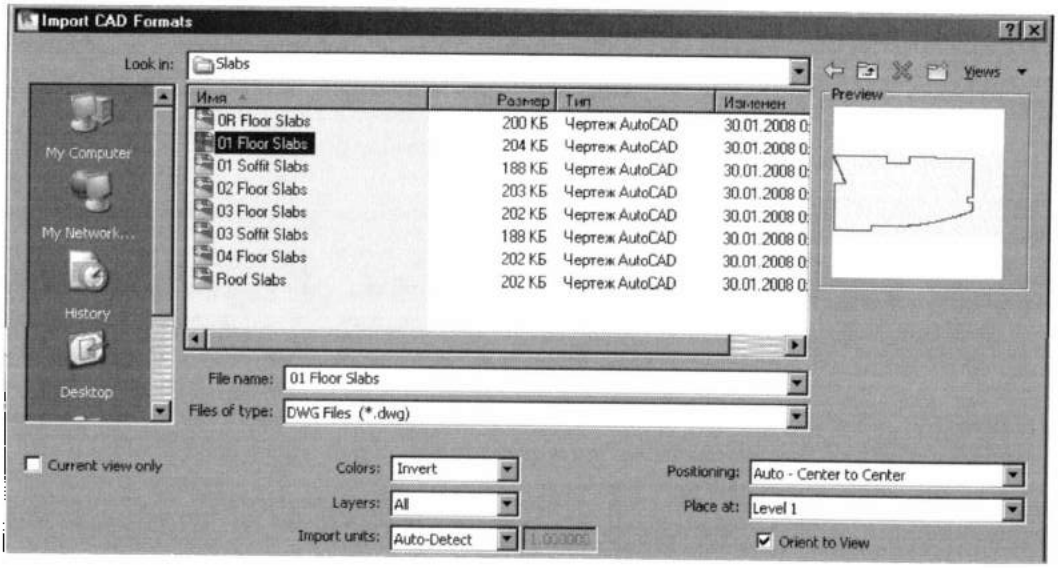

Рис. 26.4. *Настройка импорта векторных данных*
1. На ленте **Insert** (Вставка) в разделе **Import** кнопкой **Import CAD** открыть бокс **Import CAD Formats** (Импорт CAD-форматов) (рис. 26.4), в котором найти и выбрать файл для импорта.